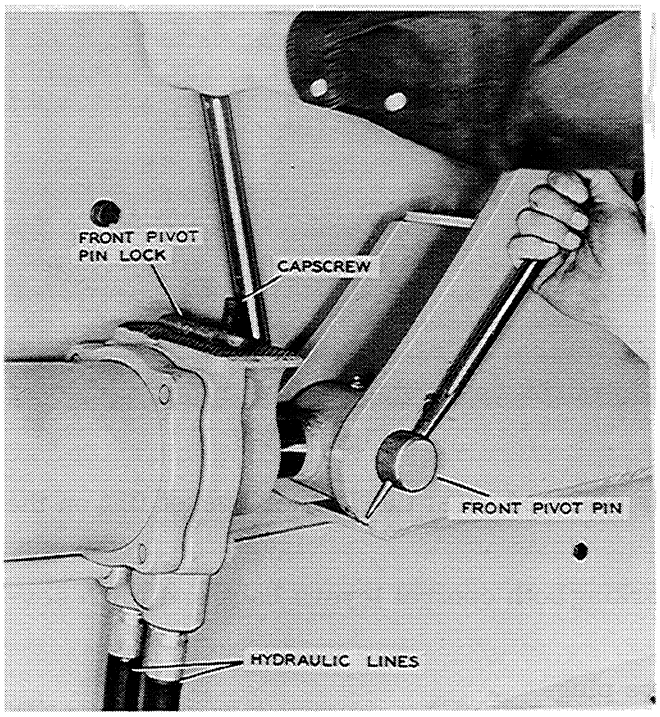

Figure A-9
3. Disconnect the hydraulic lines from the lift cylinder head ports, Figure A-9. Drain the hydraulic oil from the lift cylinder and hydraulic lines into a clean container.
5. Remove the capscrew and the pivot pin lock from the front pivot pin, Figure A-9.
6. Using a roll bar and pry bar, remove the front pivot pin, as shown in Figure A-9.